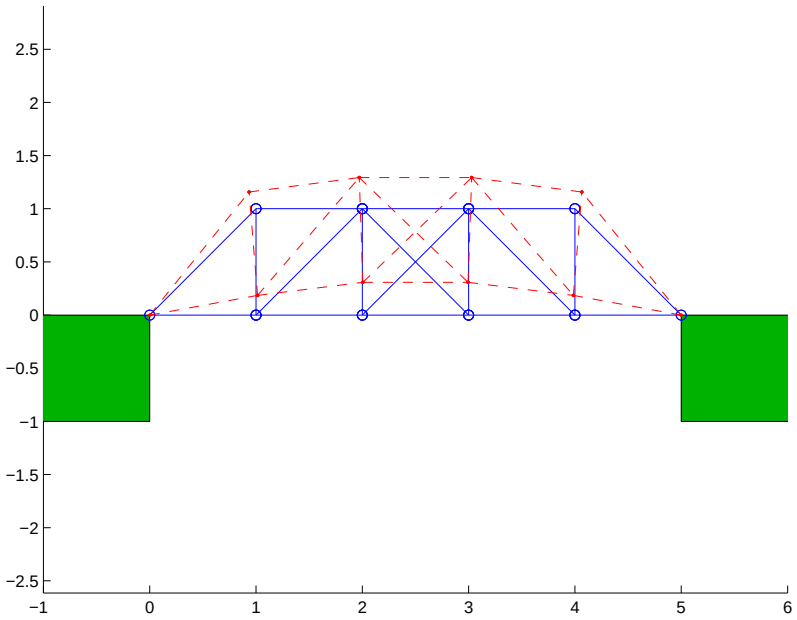

Abbildung 2
f) Durch Ausführen von $bridge.m$ wird Abbildung 2 und eine kleine Simulation der Eigenschwingung produziert.